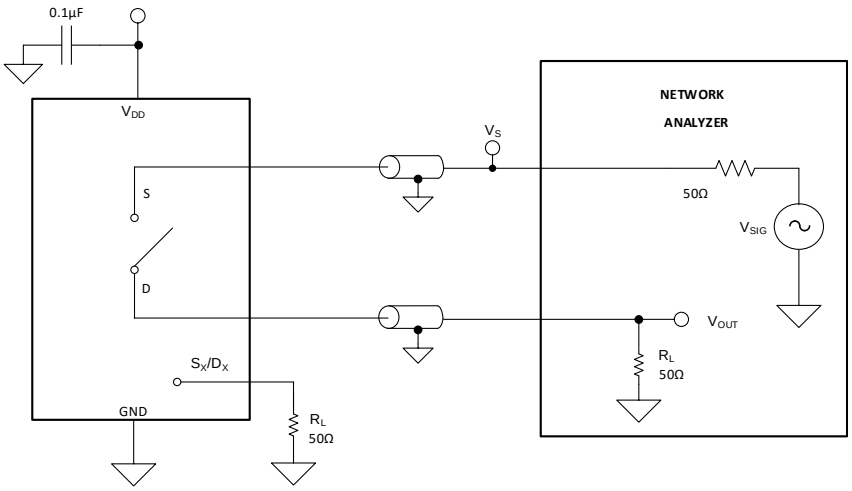

図 14. Off Isolation Measurement Setup
Off isolation is defined as the ratio of the signal at the drain pin (D) of the device when a signal is applied to the source pin (Sx) of an off-channel. 図 14 shows the setup used to measure, and the equation to compute off isolation.